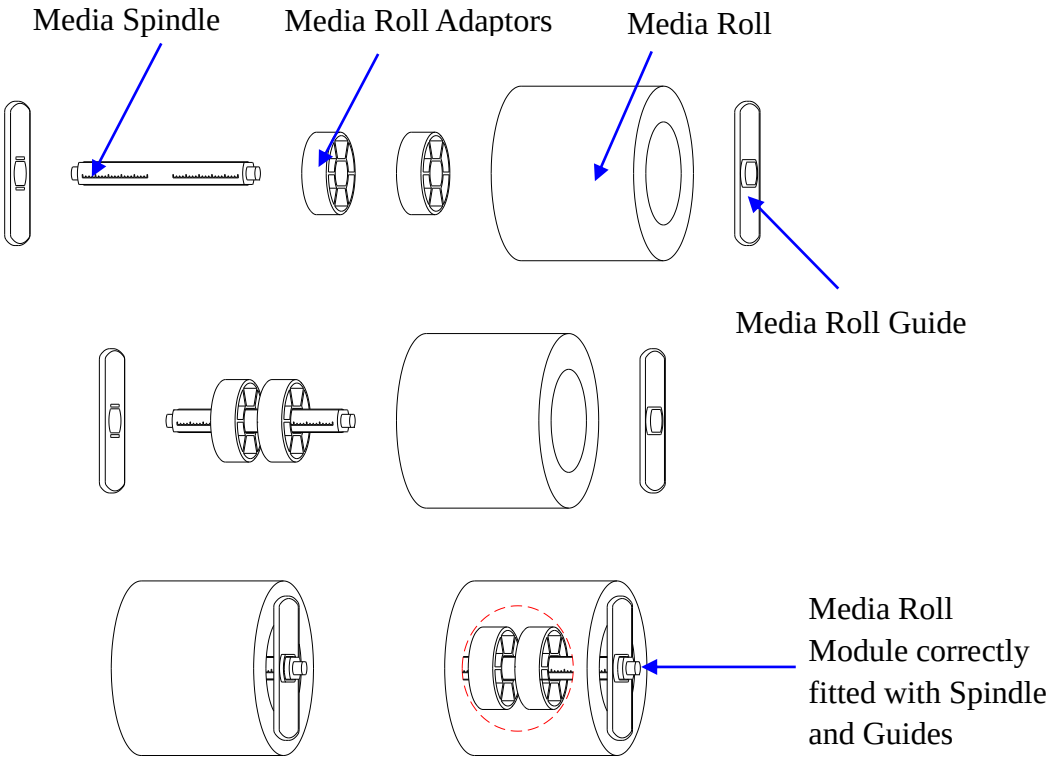

Figure 2-19 Place Media Roll on Media Spindle
3. Load a roll of media (labels facing up) on the Media Spindle, then slide the two Media Roll Guides, with smooth sides facing toward the media, onto the Media Spindle from each end until both Media Roll Guides touch the media. When placing a roll of media with a 3″ ID core, please slide the two Core Adapters onto the Media Spindle first, as shown in Figure 2-19.